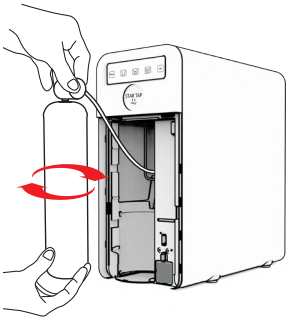

Fig. 5-14
41.3 - Disaccoppiare il filetto femmina del riduttore con il filetto maschio della valvola della bombola, vedi Fig. 3-14. Tenendo fermo il riduttore con una mano, ruotare la bombola con l'altra mano svitandola in senso antiorario, vedi Fig. 5-14. **Tenere la bombola verticale con la valvola rivolta verso l'alto**, fino a che le due parti risultano essere completamente svitate. Svitare ulteriormente a mano bombola e riduttore applicando una leggera forza, l'eventuale sfiato di una piccola quantità di gas è da considerare normale.